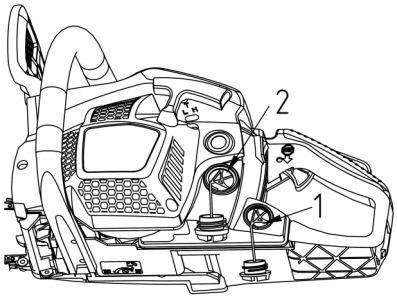

Рис. 6.1
1. Открутите и удалите крышку топливного бака (Рис. 6.1 поз. 2).